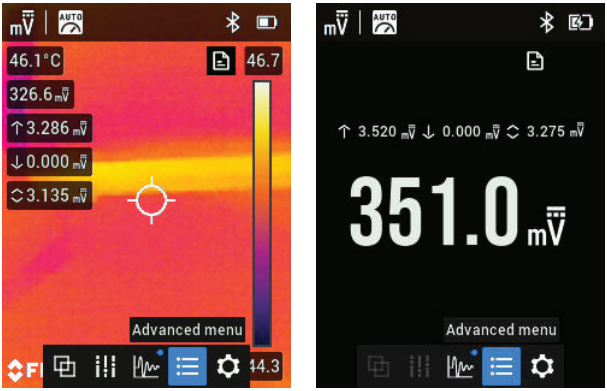

Figure 10.16 Advanced Menu accessible from thermal image mode (left) and multimeter mode (right).
2. The maximum, minimum, and average reading memories will appear on the left side of the thermal image, or above the main reading in the multi-meter mode, next to their associated icon (left to right, MAX, MIN, AVG), as shown in Figure 10.16.